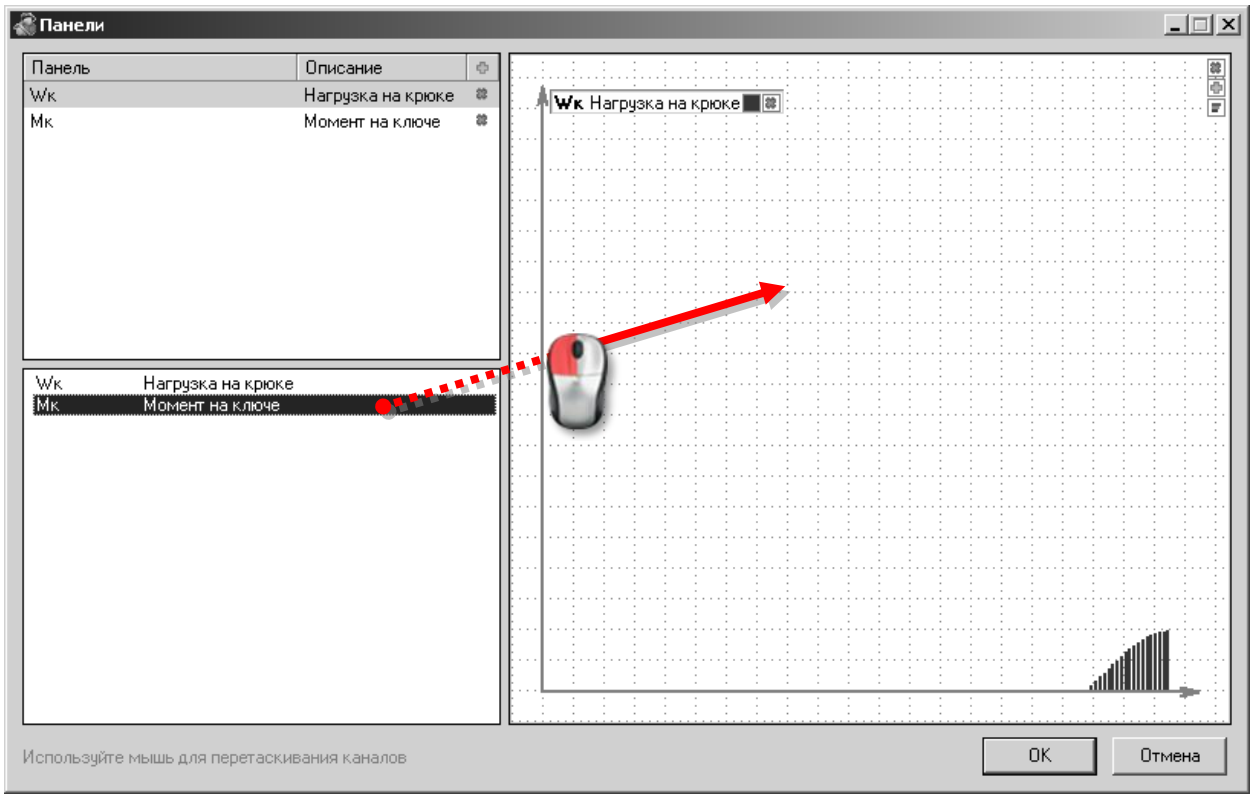

Рисунок 4.26. Добавление канала на график
3. Отпустите левую кнопку мыши (Рисунок 4.26).